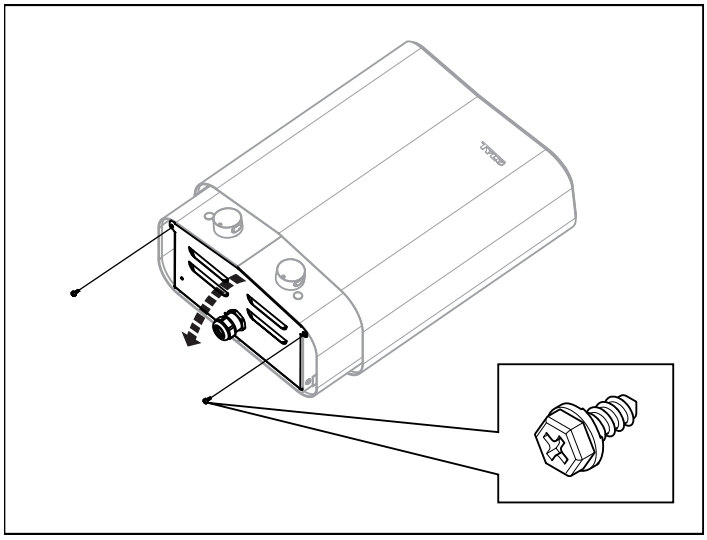

Figure 5 : Ouverture/fermeture du couvercle
2. Desserrez les vis et ouvrez le couvercle (voir Figure 5).
4. Fermez le volet et serrez les vis (voir Fig. 5).